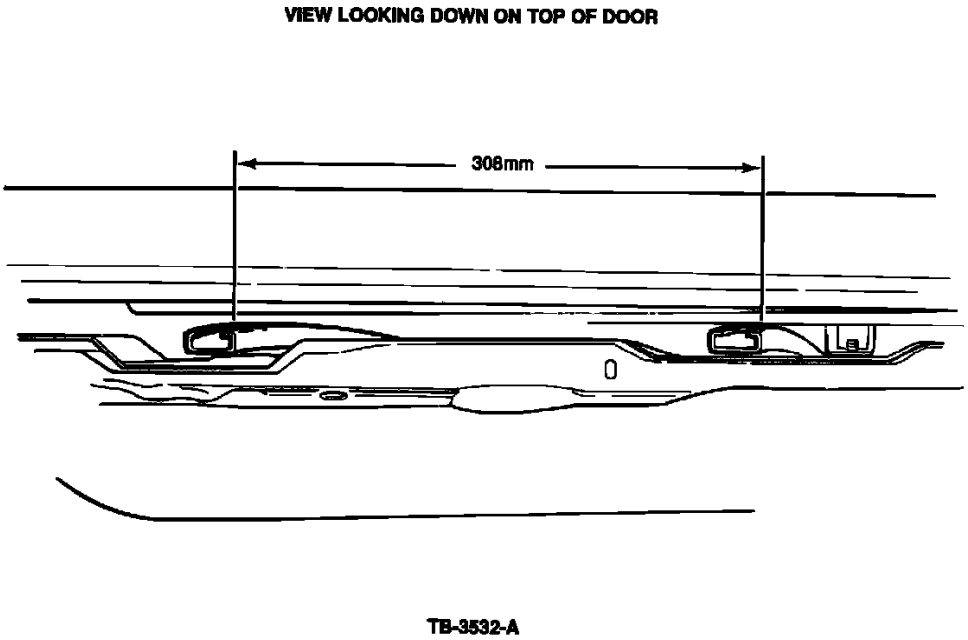

Figure 4
a. Measure from the front edge of the regulator channel to the front edge of the glass guide channel, Figure 4. The measurement should be 308 mm (11.82"). To correct, loosen the front glass guide and adjust.